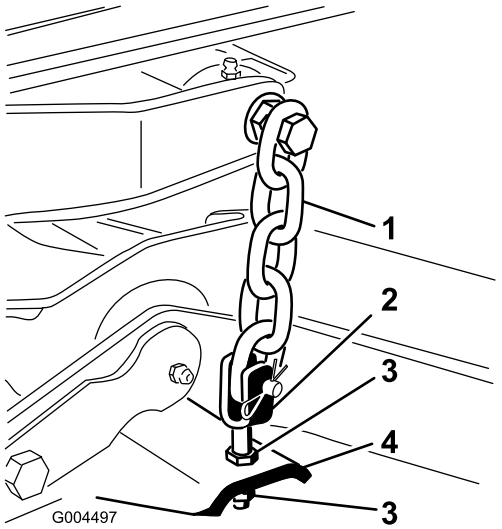

Figur 65
7. Justera kontramuttrarna som fäster däckoken/-kedjorna för att höja däckets bakre del så att knivlutningen ställs in på 8 mm (Figur 65).